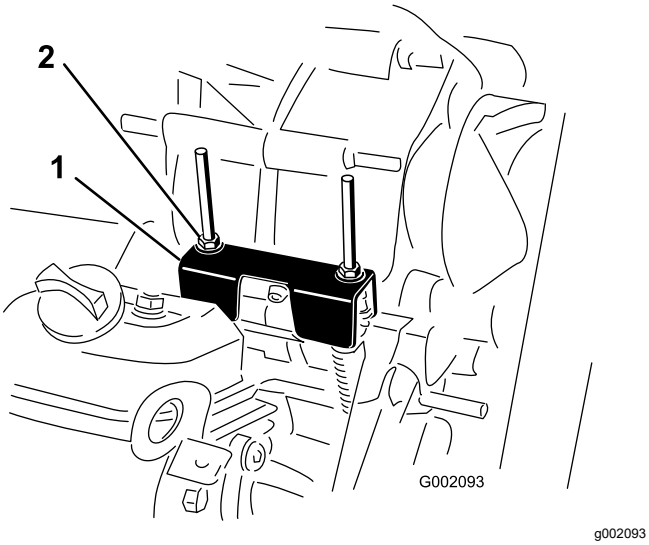

Figuur 59
Als u routine-onderhoudswerkzaamheden uitvoert en/of de motor test, moet u de transaxle in de NEUTRAALSTAND zetten (Figuur 59). De machine heeft een NEUTRAALSTAND op de schakelhendel, waarmee u de transaxle in de neutraalstand kunt zetten. Om ervoor te zorgen dat de schakelhendel de transaxle naar behoren in de neutraalstand zet, moet u de volgende stappen uitvoeren:
2. Zet de beugel van de neutraalstand in NEUTRAAL (horizontaal ten opzichte van de montagebeugel van de kabel die zich onder de schakelbeugel bevindt) door de aangedreven koppeling te draaien (Figuur 59).
3. Draai een van de borgmoeren (Figuur 59) om een speling van 0,762 tot 1,524 mm te verkrijgen tussen de onderkant van de moer/ring en de beugel van de neutraalstand.